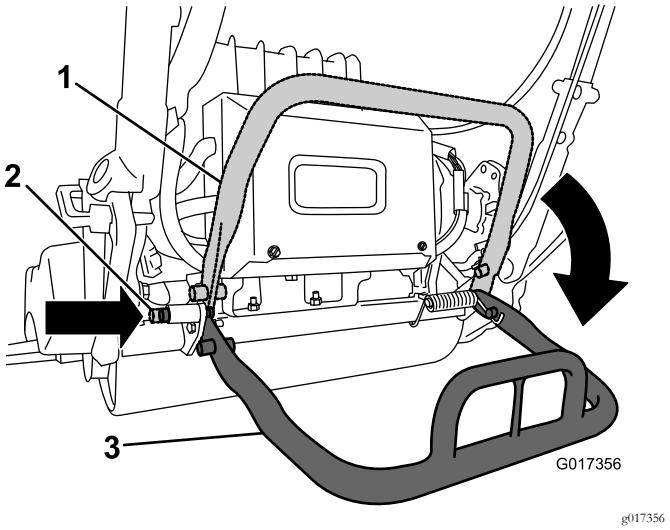

Rysunek 8
2. Opuść podpórkę i wciśnij trzpień blokujący w celu zablokowania podpórki w położeniu serwisowym (Rysunek 8).